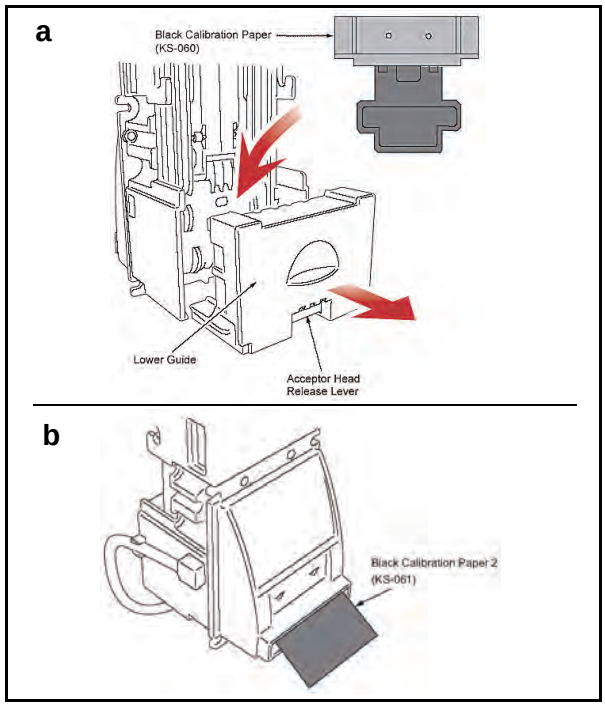

Figure 6-14 Inserting Black Calibration Papers
10. Place Black Reference Paper #1 into the Lower Guide and insert Black Reference Paper #2 into the bill insertion slot (See Figure 6-14 a & b).